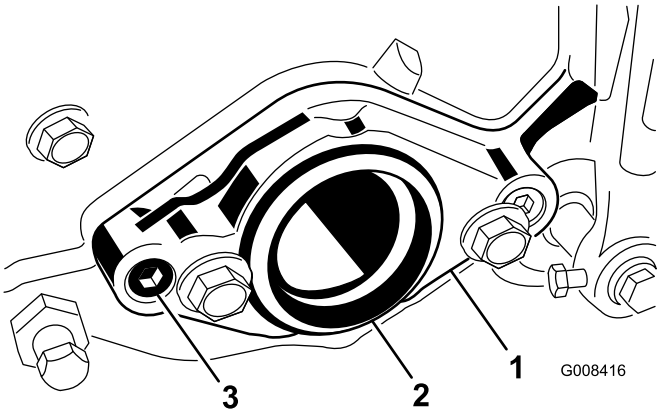

Figur 3
6. Fjern de to umbrakoskruene som fester motormonteringen på høyre side av klippeenheten og motormonteringen (Figur 3).